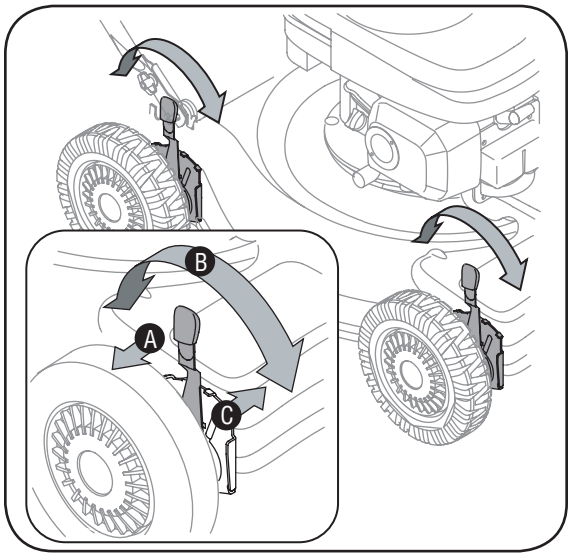

Figure 3-4
b. Move it to any of the nine positions for desired cutting height. See Figure 3-4.